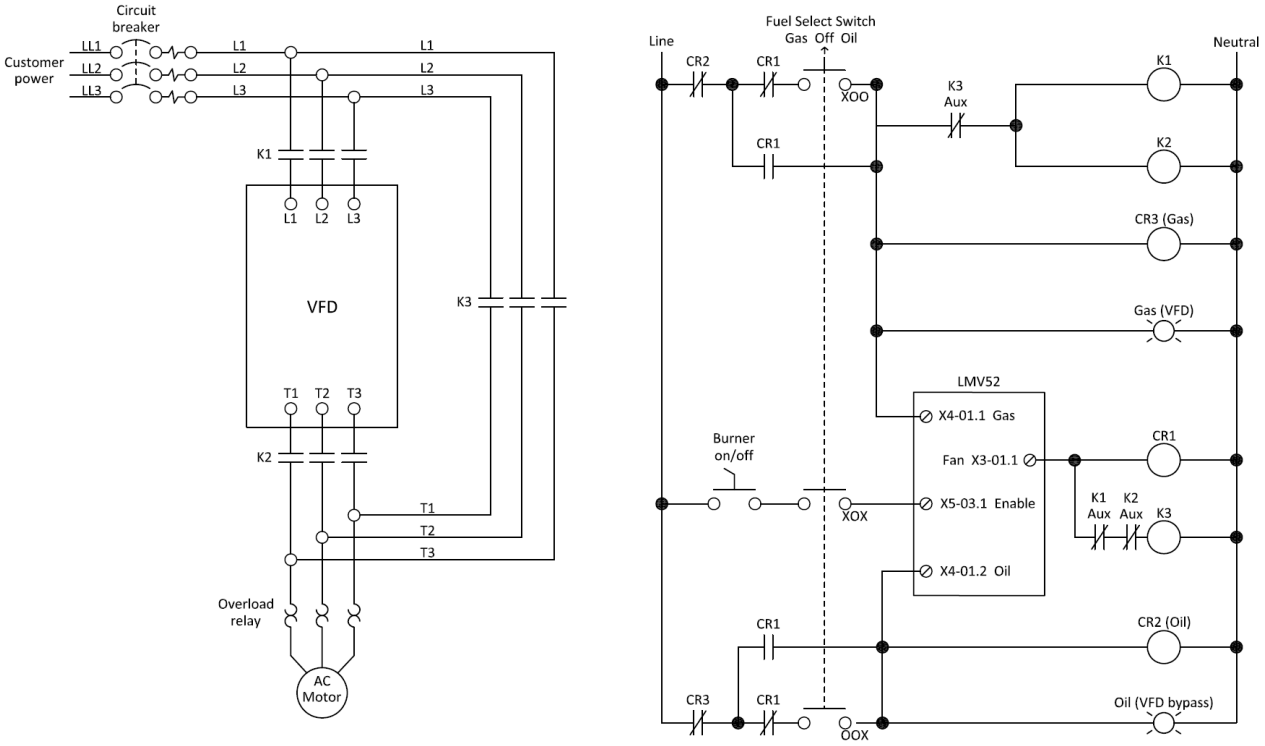

**Figure 15: Wiring for a Dual Fuel VFD Bypass**
1. Wire the LMV52, VFD, and motor contactors as shown in Figure 15.